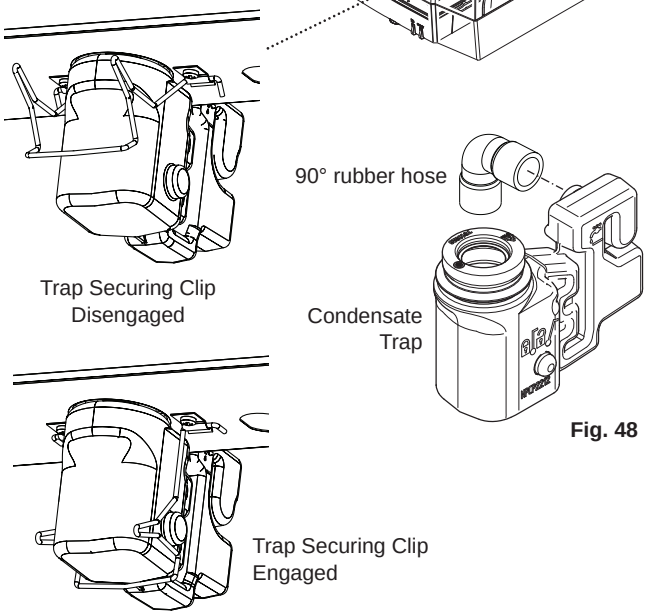

Fig. 48
10.3.3 Condensate Trap (Fig. 48)